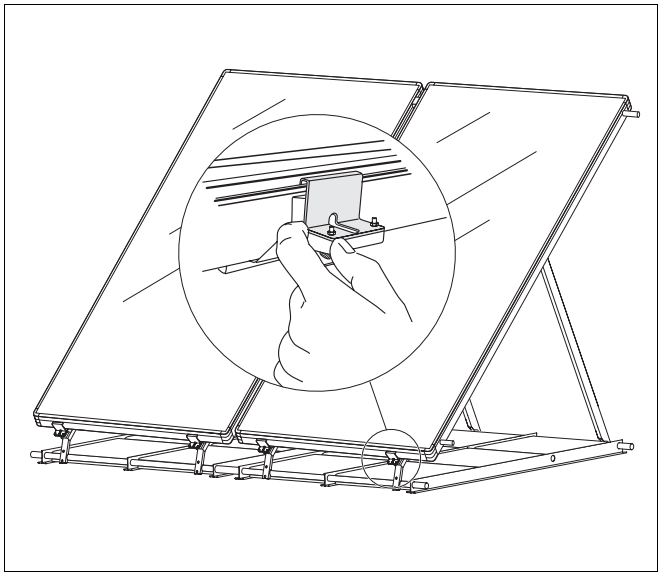
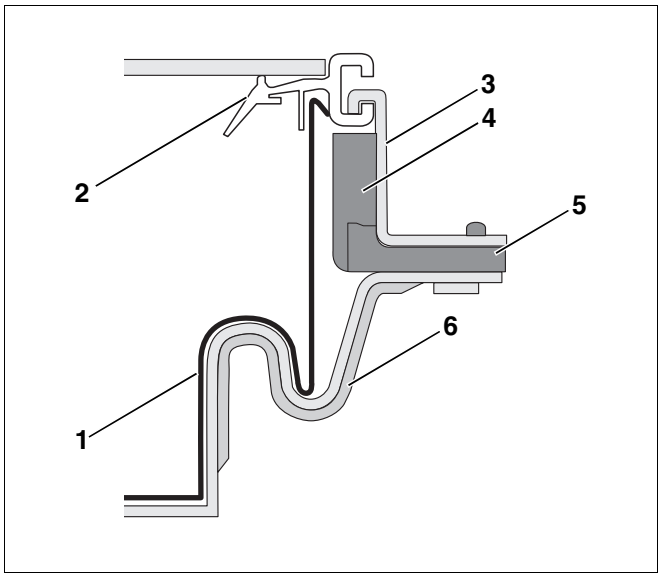

Afb. 48 Collectoren fixeren
Afb. 49 Schema aangebrachte collectorklemmen
Zorg ervoor, dat de kunststof bovendelen van de tweedelige afstandsschragen op de kunststof onderdelen gestoken zijn (afb. 49, **pos. 4** en **5**).
- Kantel de afstandsschragen licht naar voren en plaats de collectorklemmen in de nok van de collectorkader (afb. 48 en afb. 49).